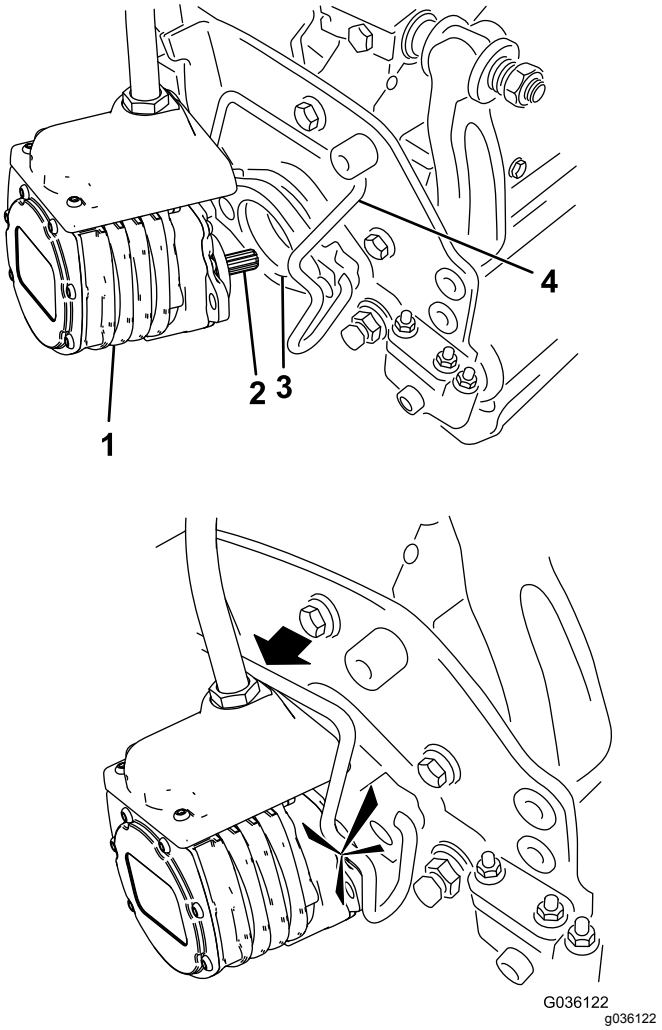

Figur 51
6. Kom rent smørefedt på notakslen på klippeenhedens motor (Figur 51).
7. Sæt motoren ind i klippeenhedens venstre side (set fra førersædet), og træk motorens holdestang på klippeenheden i motorens retning, indtil du hører et klik fra begge sider af motoren (Figur 51).